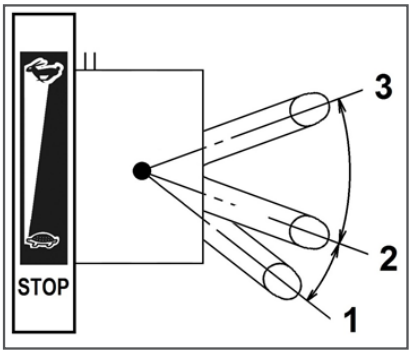

Рис. 16 Рычаг газа (вид сверху)
4. Переведите рычаг газа на 1/3 хода в сторону положения максимальных оборотов двигателя (Рис. 16).
При возникновении аварийной ситуации, для экстренной остановки мотоблока переведите рычаг газа в положение 1 (Рис. 16).
1. Переведите двигатель в режим холостого хода, для этого переведите рычаг газа в положение 2 холостых оборотов двигателя (Рис. 16) и дайте двигателю поработать примерно 1 минуту.
2. Переведите рычаг газа в положение 1 (Рис. 16).
Для изменения скорости движения мотоблока на каждой передаче пользуйтесь рычагом газа (Рис. 16) (следите, чтобы двигатель не заглох).